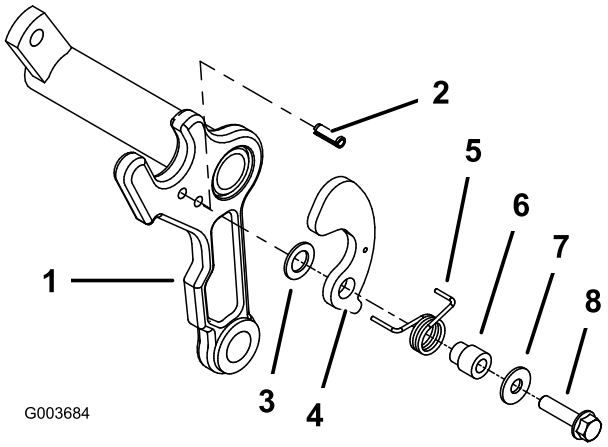

Figur 6
6. Sett inn en valsetapp i det nedre hullet på aktuell side av bærerammen på hver klippeenhet (Figur 6).
7. På siden av bærerammen der valsetappen er montert, plasser en plastskive, kurvbrakett, torsjonsfjær, kurvkrage, flat skive (0.344 x 0.875) og bolt (5/16 x 1 1/4 tomme) (Figur 6). Plasser fjærens lengste ben rundt forsiden av bærerammen, og fjærens kortere, bakre ben i hullet i kurvbraketten.